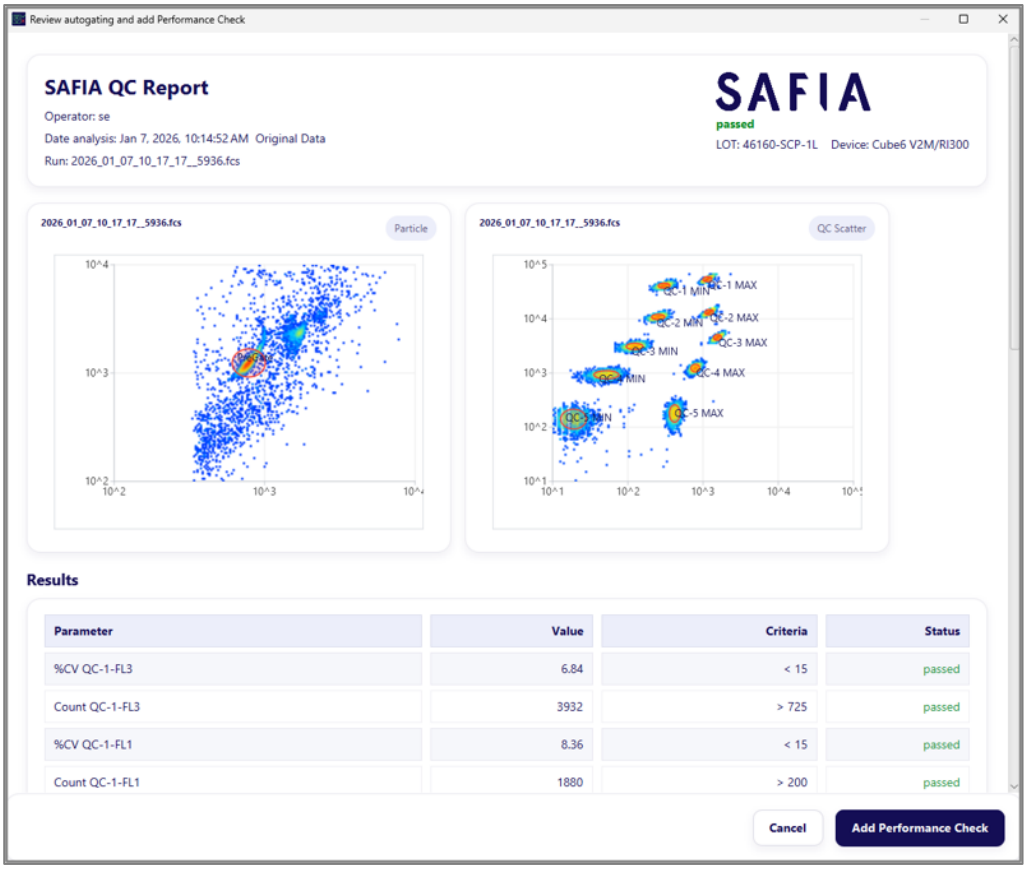

Figure 5. Display of the .fcs data in SAFIA Check
4. The saved performance check now appears on the right side of the window. The result of the performance check is saved automatically. Previous performance checks are listed on the left side of the window and can be opened. The window shown in Figure 5 can be reopened using the Open Scatterplot Report button.